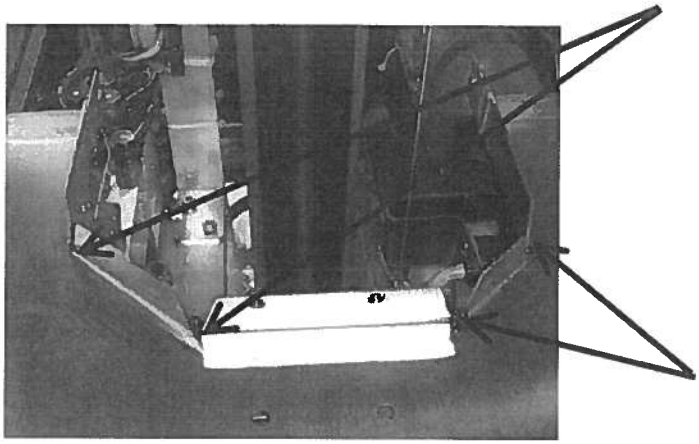

Figura 7-5. Aplique RTV a recortes en forma de V
4. Aplique RTV a la parte inferior de cada corte en forma de V alrededor de la interfaz con las cubiertas de columna (consulte *Figura 7-5*).